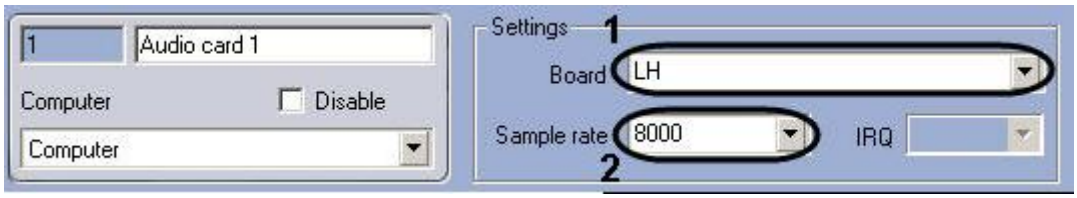

Figure 7.2—14 Configuring the audio card
2. Set the sample rate for audio signal processed in the **LH** (Figure 7.2—14, 2).